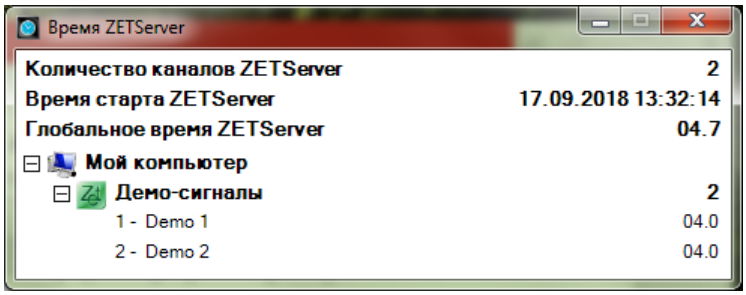

Рис. 2.1 Программа «Время ZETServer»
4. Включить компьютер и дождавшись завершения загрузки операционной системы компьютера, запустить программное обеспечение ZETLAB, активировав соответствующий ярлык программы (расположенный на рабочем столе монитора). После чего на панели ZETLAB в меню «СЕРВИСНЫЕ» выбрать программу «Время ZETServer» (*Рис. 2.1*).